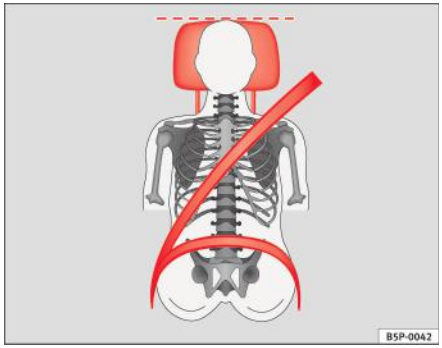
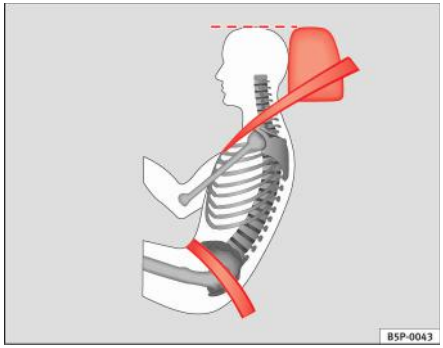

Fig. 88 Vedere din față: tetiere şi centuri de siguranță reglate corect
Fig. 89 Vedere din lateral: tetiere şi centuri de siguranță reglate corect
– Reglați tetiera astfel încât marginea superioară a acesteia să se afle la acelaşi nivel cu creştetul dumneavoastră sau cât mai aproape posibil de acest nivel şi cel puțin la nivelul ochilor ⇒ fig. 88 şi ⇒ fig. 89.